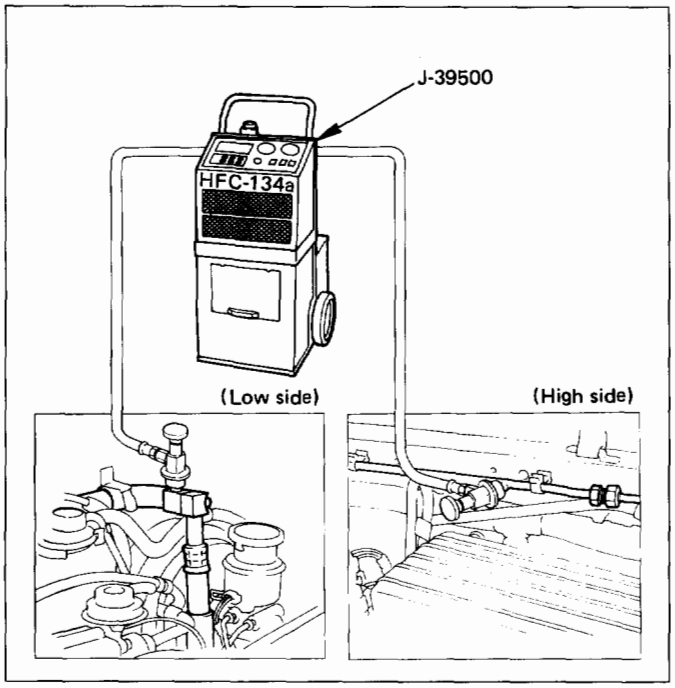

Fig. 1B-19
1. Connect the high and low charging hoses of the ACR[4] (or equivalent) as shown below. (Fig. 1B-19)